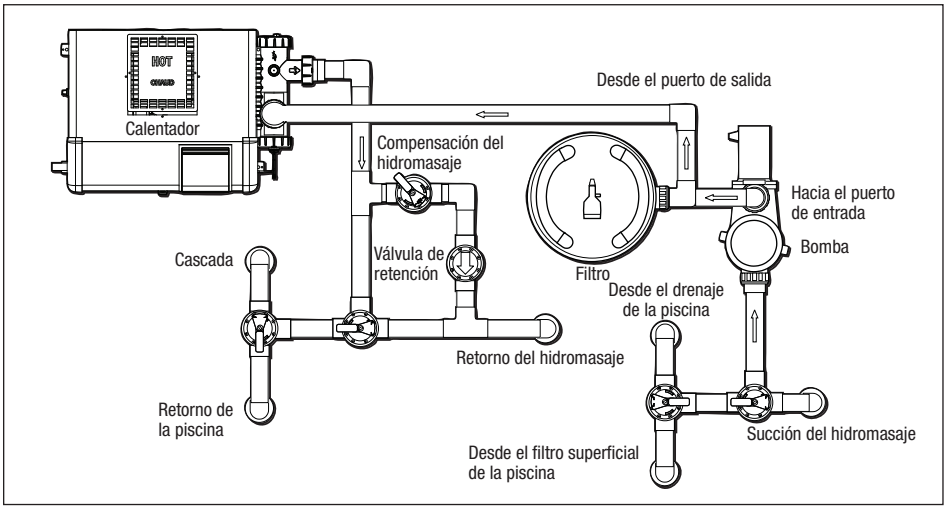

Figura 4. Conexión básica de tuberías para combinación de piscina/hidromasaje
3. Coloque el filtro en la base de hormigón, alineado con los tubos de entrada/salida (consulte la Figura 4). *Quite el tornillo de envío.*